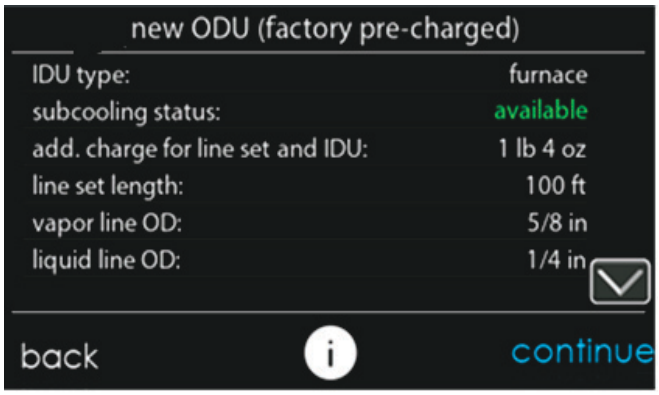
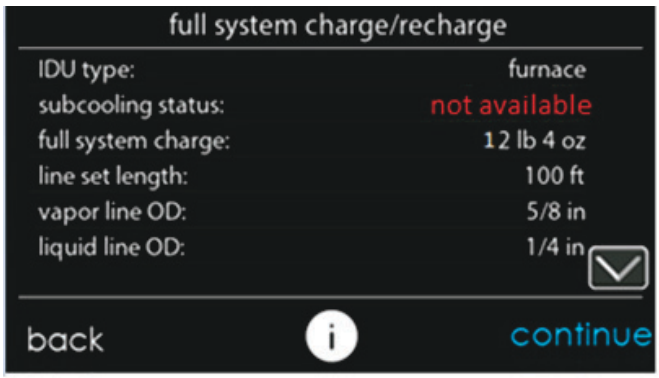

Fig. 15 – New ODU (factory pre-charged) - Subcooling Available
Fig. 16 – Full System Charge/Recharge - Subcooling Unavailable
7. If indoor and outdoor conditions are in range, subcooling status will be green and available (Fig. 15). If conditions are outside the range, subcooling status will be red and unavailable and will require a partial weigh-in of charge (Fig. 16). Both "new ODU (factory pre-charged)" and "full system charge/recharge" modes will allow the user to move forward to start the system regardless of whether subcooling charging is available. Lineset configuration and climate zone / ODU material type can be changed by selecting appropriate line if needed. For "new ODU (factory pre-charged)" record the ADDITIONAL charge amount listed. For "full system charge/recharge", record the FULL system charge amount listed. Press continue.